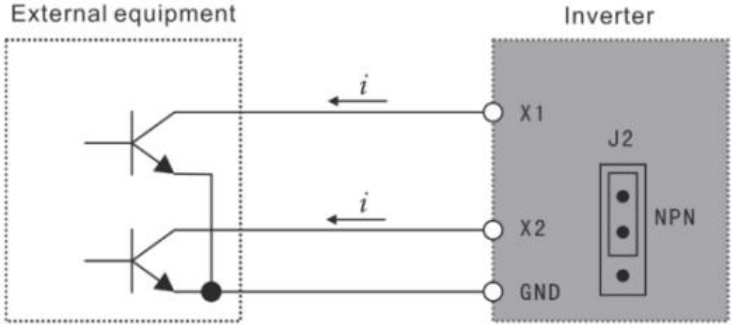

Abbildung 3-1 NPN -Verdrahtungsmodus
(1) Bei Verwendung der NPN-Verdrahtungsart für externe Geräte wird eine Leckstromlogik induziert, und der Strom fließt aus dem Eingangsanschluss (Quellenstrom), wie in Abbildung 3-1 dargestellt. Gleichzeitig muss der Parameter P067=0 gelten.